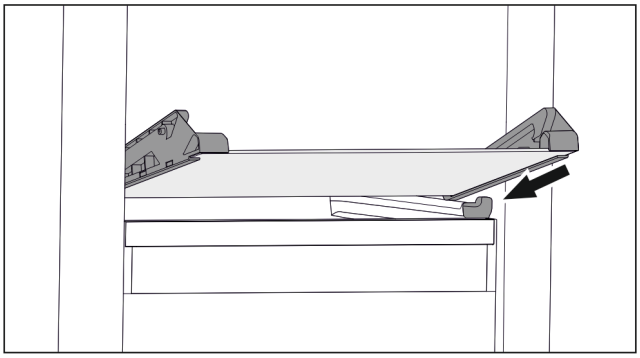

Fig. 108 Glasplatte des abkippbaren Schubfachs
▶ Glasplatte schräg hinter den Stoppern aufsetzen. (siehe Fig. 108)